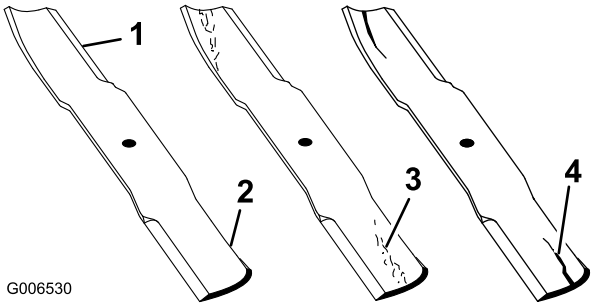

Figuur 76
1. Controleer de snijranden (Figuur 76). Als de snijranden niet scherp zijn of inkepingen vertonen, moet u de messen verwijderen en deze slijpen. Zie Maaimessen slijpen.
2. Controleer de messen, in het bijzonder het gebogen deel. Als u scheuren, slijtage of groefvorming in dit deel constateert, moet u het mes direct vervangen (Figuur 76).